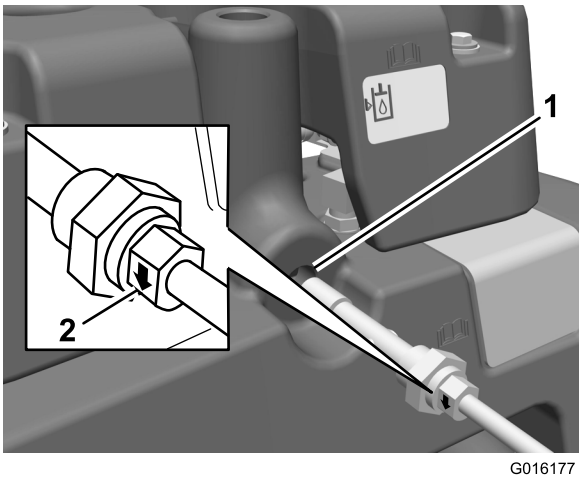

Figur 7
27. Ta bort pluggen från huvudhydraultanken och montera hydrauloljenivåsensorn (Figur 7).
Obs: Se till att indikeringspilarna på bägge sidorna av muttern som håller fast hydrauloljenivåsensorn pekar nedåt (Figur 7).